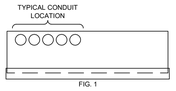

FIG. 1
2. NO KNOCKOUTS PROVIDED. CUT CONDUIT/SERVICE ENTRANCE OPENINGS. REFER TO FIG.1 FOR PROPER LOCATIONS. CONDUIT PROTRUSION INTO BOX 1/2" MAX.